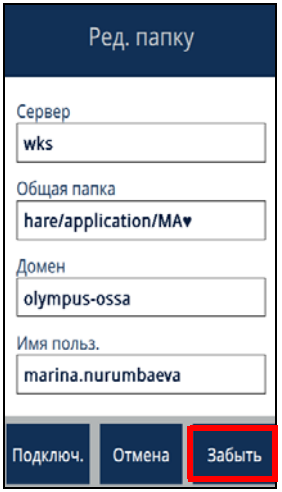

Рис. 4-7 Редактировать папку — Забыть
2. Нажмите **Забыть**, чтобы удалить папку из списка **Общие сетевые папки** (см. Рис. 4-7 на стр. 117).